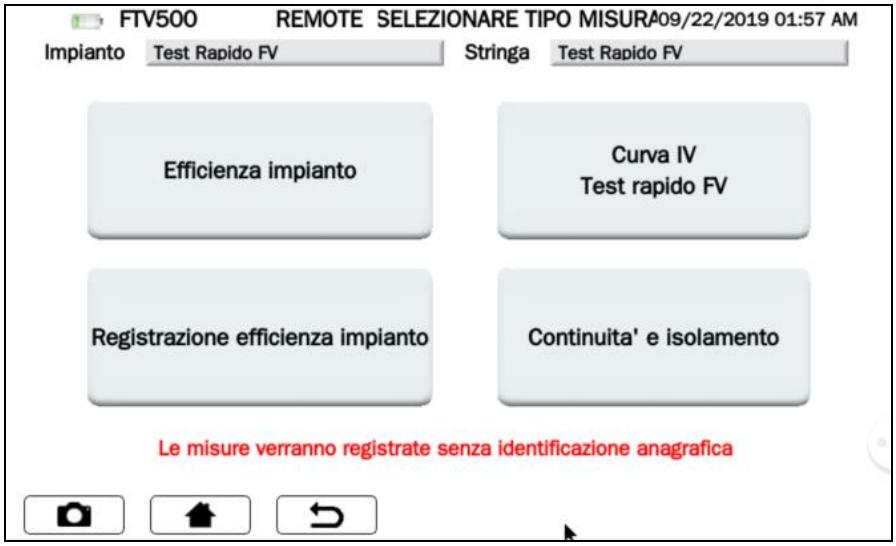

Figura 14.7-6 Schermata Selezione tipo misura in modo Rapid Test
*NOTA IMPORTANTE: L'esecuzione di questo test in modalità **Rapid Test** (vedi paragrafo 14.7 figura 14.7-6) dove manca l'anagrafica, ma anche qualsiasi riferimento ad un impianto o qualsiasi modulo fotovoltaico) non permette di calcolare il PRp, così come i rendimenti AC e DC, e quindi di fornire il risultato della prova. Gli unici dati visibili saranno quelli relativi alle misure*
Procedendo dalla Figura 14.7.6 e premendo il tasto Efficienza Impianto viene mostrata la schermata che permette di sincronizzarsi con l'unità remota: